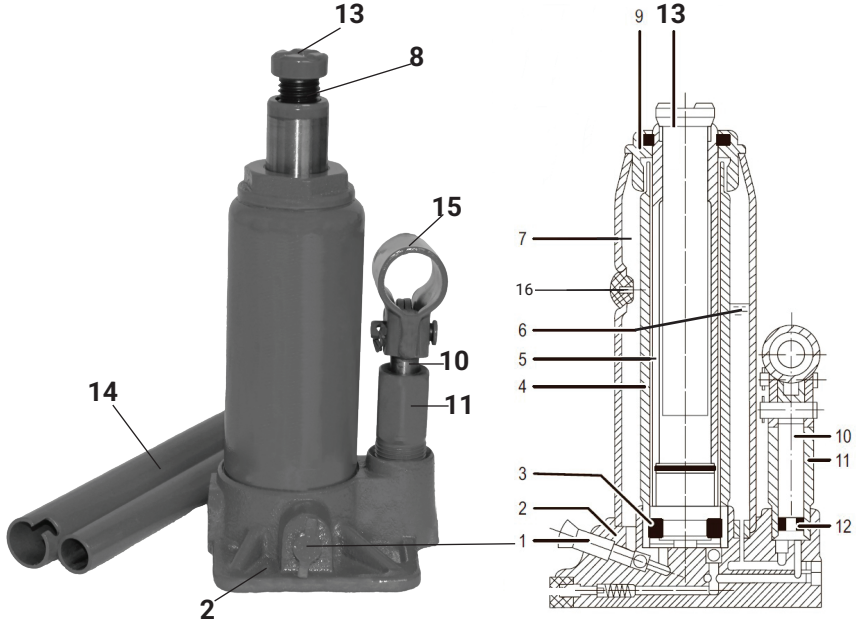

**рис.1**
**6.** Общий вид домкрата представлен на рис. 1
2. Установите рукоятку домкрата (рис.1 поз. 14) на перепускной клапан (рис.1 поз. 1) и откройте его, вращая рукоятку против часовой стрелки.
3. Переведите поршень и плунжер домкрата в крайнее нижнее положение. Извлеките резиновую заглушку (рис.1 поз. 16) масляного резервуара. Очистите систему от воздуха (см. «Удаление воздуха из системы»). Убедитесь, что уровень масла чуть ниже края маслозаправочного отверстия. Закройте маслозаправочное отверстие резиновой заглушкой. Если уровень масла недостаточный – см. «Добавление масла».